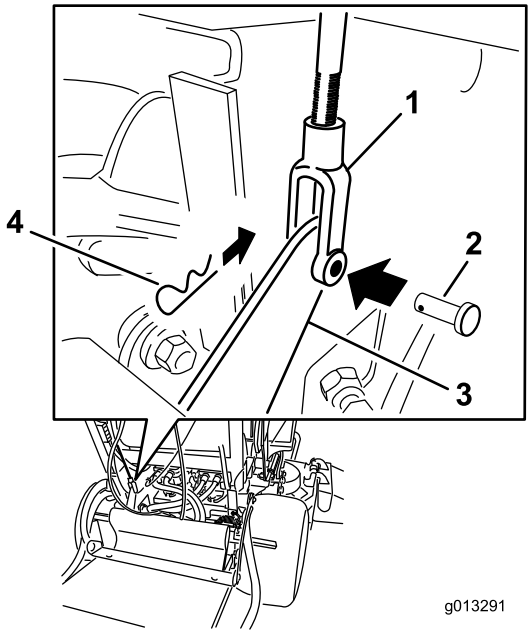

Figur 62
4. For at justere bremsen skal du fjerne låseclipsen og gaffelbolten fra det nedre bremsehåndtag og gaffel (Figur 62).
7. Fastgør gaflen til det nedre bremsehåndtag med gaffelbolten og låseclipsen (Figur 62).